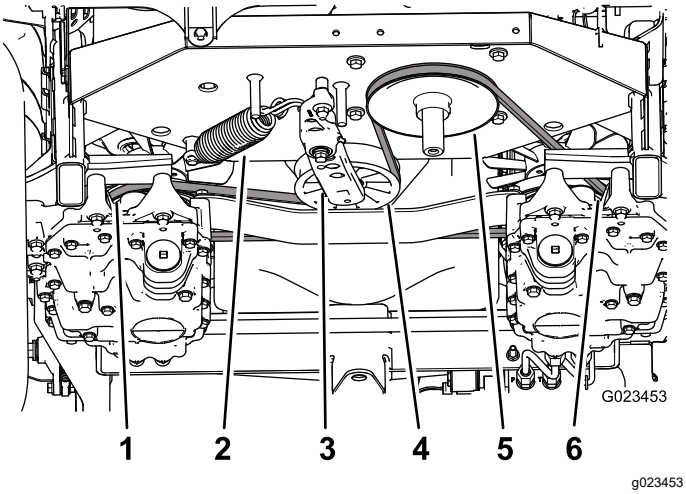

Figure 60
3. Use a ratchet in the square hole in the tensioner arm to counteract against the tensioner spring (Figure 60), and remove the belt from the tensioner pulley.
4. Unhook the tensioner spring from the tensioner arm and the frame (Figure 60).
9. Install the spring on the tensioner arm and the frame (Figure 60).